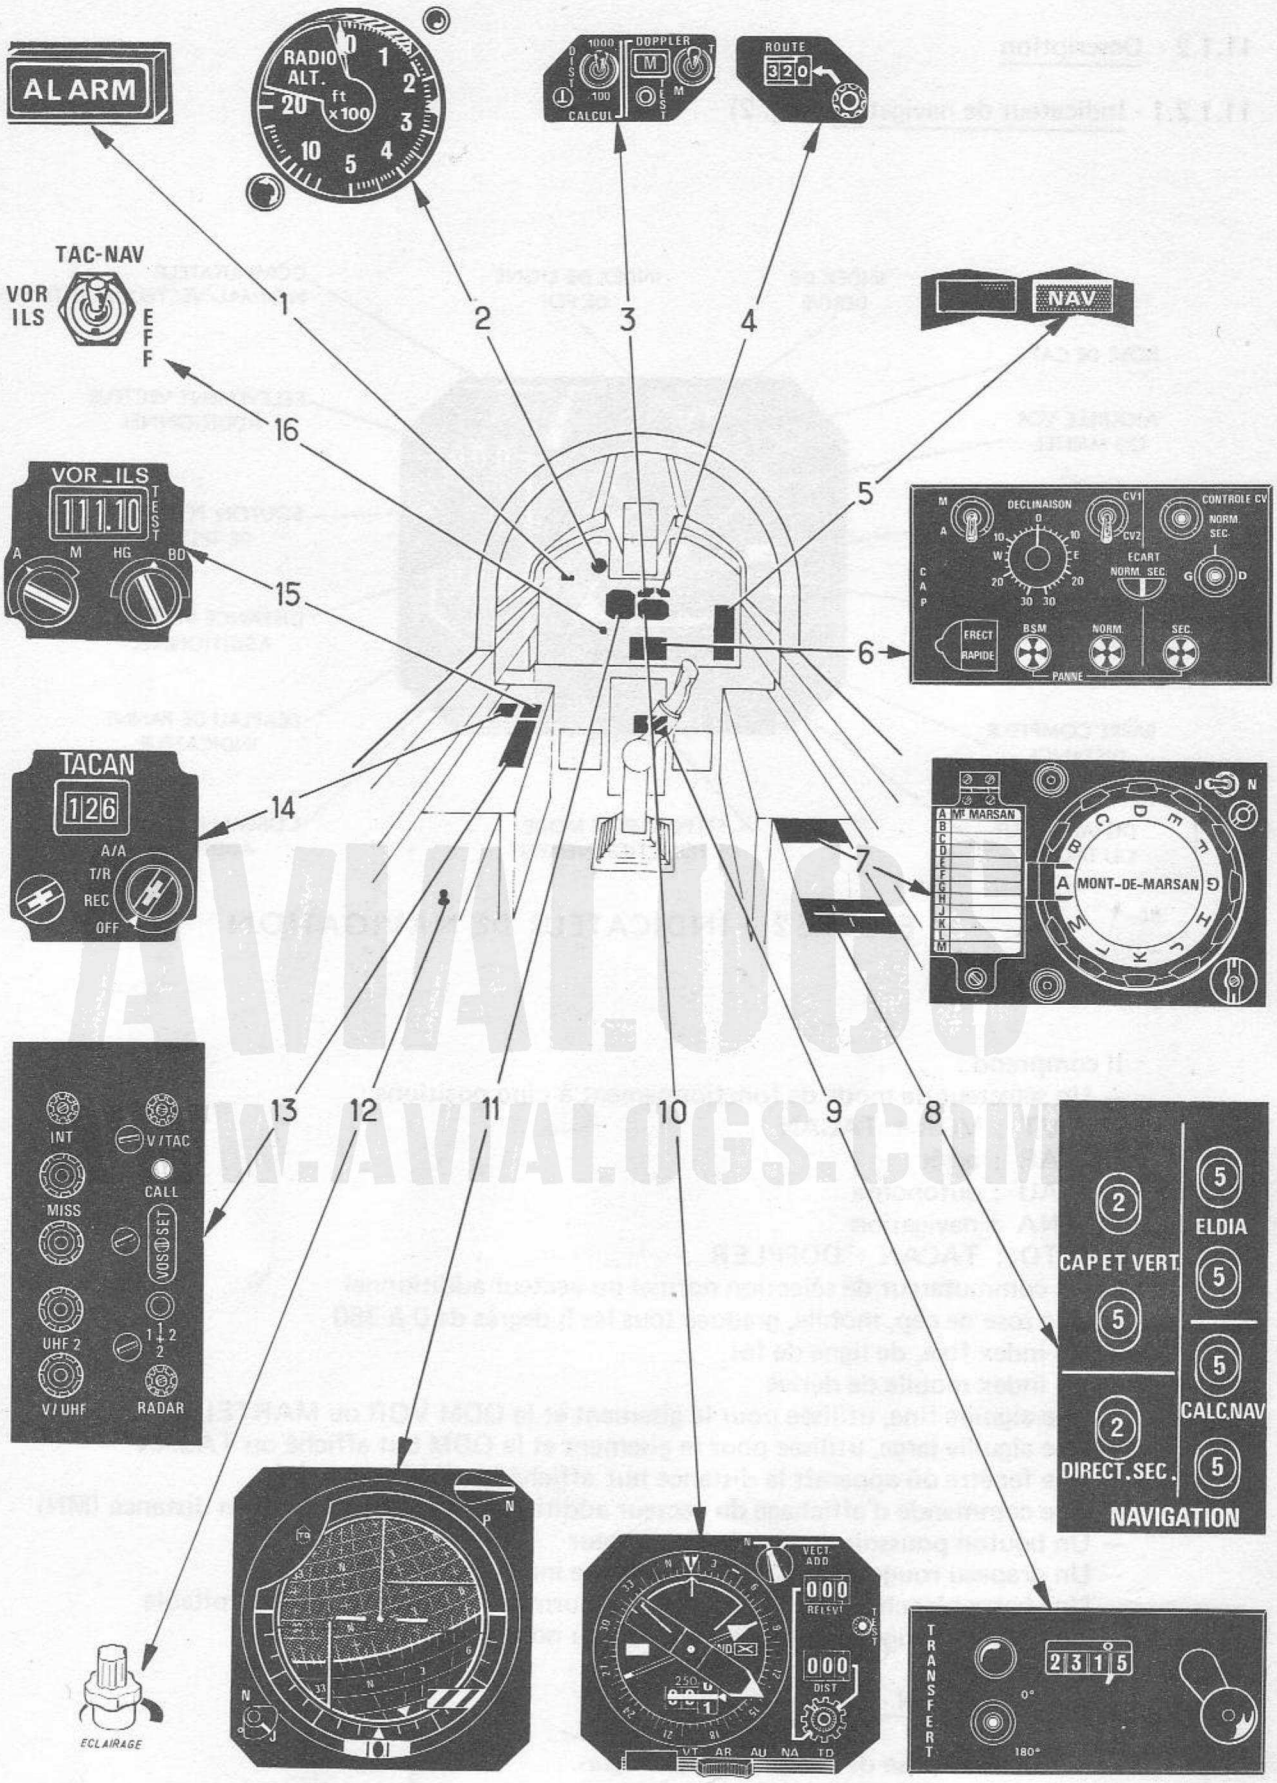

FIGURE 1 - COMMANDES ET CONTROLES NAVIGATION
11.1.1 - Commandes et instruments de contrôle (Fig. 1)